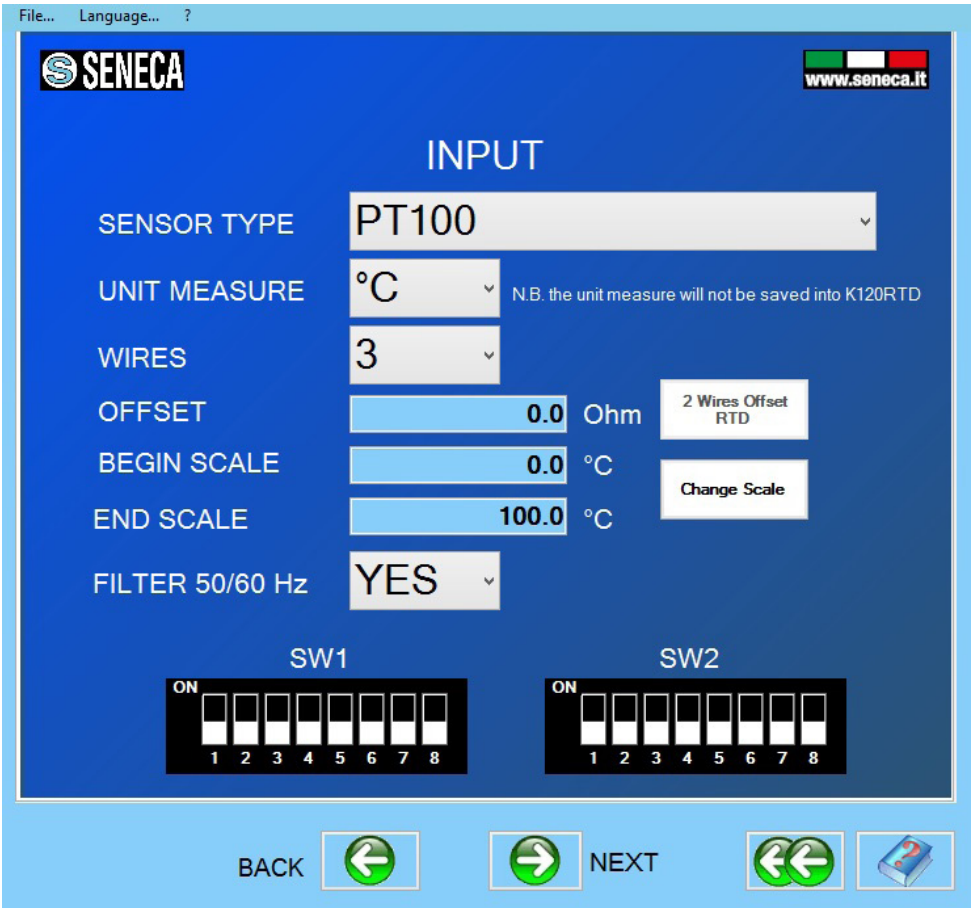

Рисунок 11 - Окно настроек измерительного входа
- «**INPUT**» настройка измерительного входа (рисунок 11, таблица 15);